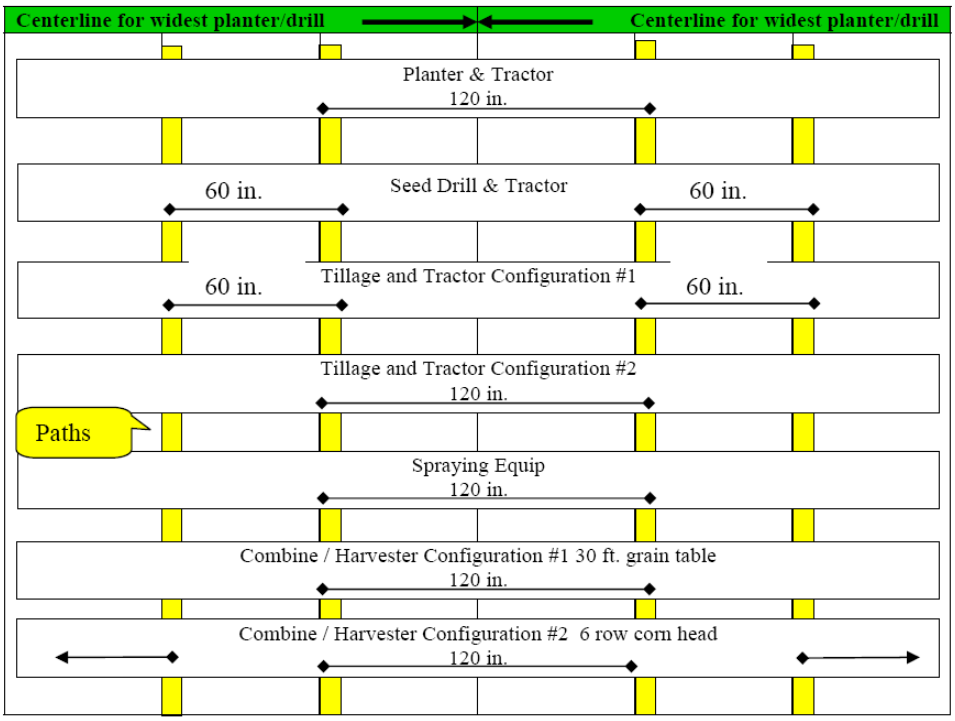

Figure 1. Example of Wheel/Track Spacing and Paths Using Multiples of the Basic Width (units are in inches or number of rows**):**
1. All equipment must cover the same width or multiples of that width (See Figure 1),